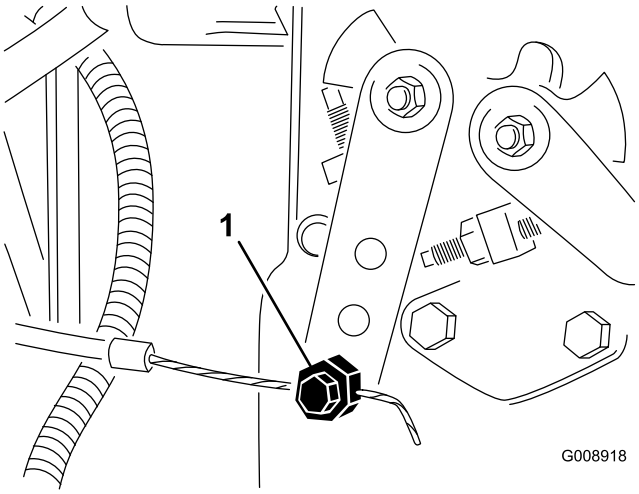

**Figur 71**
2. Løsne gasskabelkontakten på spaken på innsprøytingspumpen (Figur 71).